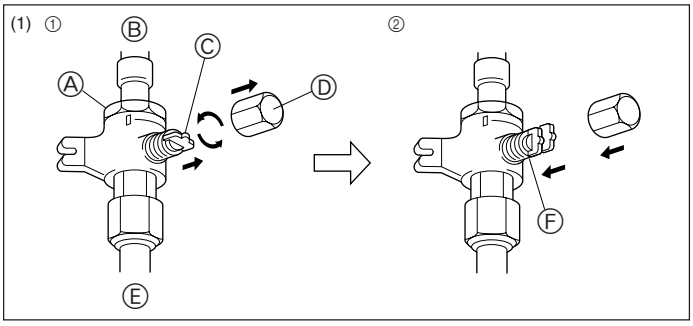
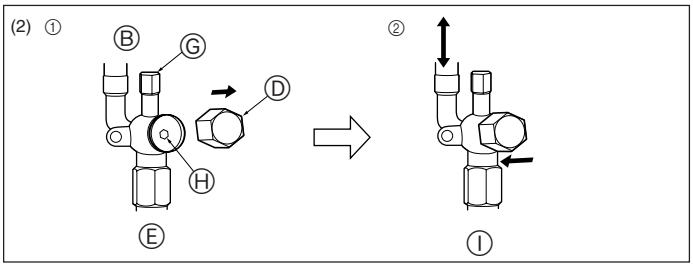

Fig. 4-5
Fig. 4-6
(1) Gasseite von RP60-140 (Fig. 4-5)
① Die Kappe entfernen, den Handgriff nach vorne ziehen, und zum Öffnen um 1/4 Umdrehung gegen den Uhrzeigersinn drehen.
② Sicherstellen, daß das Absperrventil vollständig offen ist, den Handgriff eindrücken, und die Kappe zurück in Ausgangsstellung drehen.
(2) Flüssigkeitsseite von RP60-140 und Gas-/Flüssigkeitsseite von RP35, 50 (Fig. 4-6)
① Entfernen Sie die Kappe und drehen Sie die Ventilstange mit einem 4 mm-Sechskantschlüssel bis zum Anschlag gegen den Uhrzeigersinn. Hören Sie auf zu drehen, wenn der Anschlag erreicht ist.